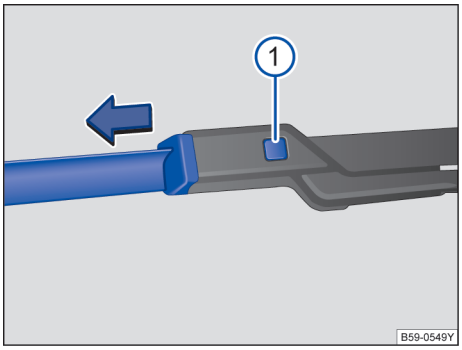

图 191 更换风窗刮水器刮水片
– 按住分离按钮→ 图 191 ① 同时沿图示箭头方向拉出刮水片。